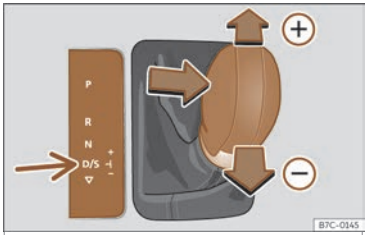

Fig. 140 Consola central:cambiar con tiptronic.
- Empuxe a panca cara adiante (+) ou cara atrás (−) para aumentar ou reducir a marcha ›› **fig. 140**.